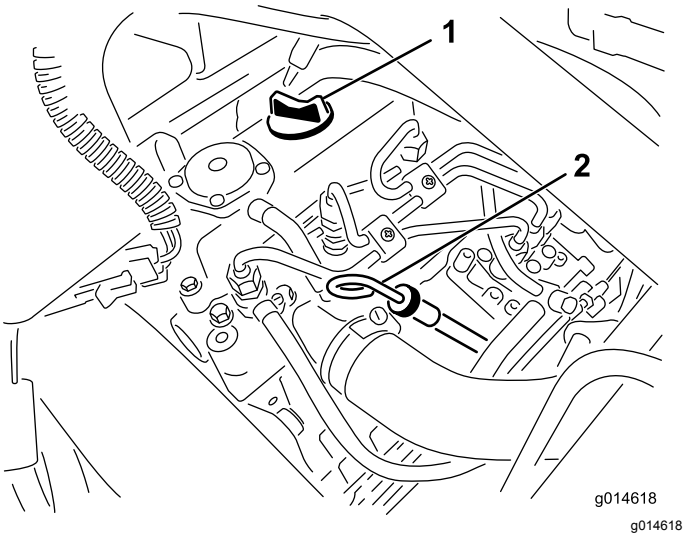

Figur 27
2. Ta ut peilestaven og tørk den med en ren fille (Figur 27).